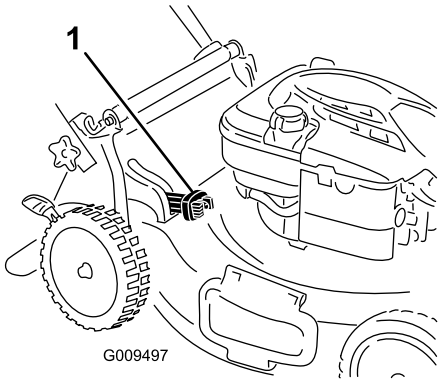

Figuur 20
- Als u het gras en de bladeren wilt opvangen, druk dan op de knop van de grasvangerhendel en beweeg deze naar voren tot de knop op de hendel naar boven klikt (Figuur 20).